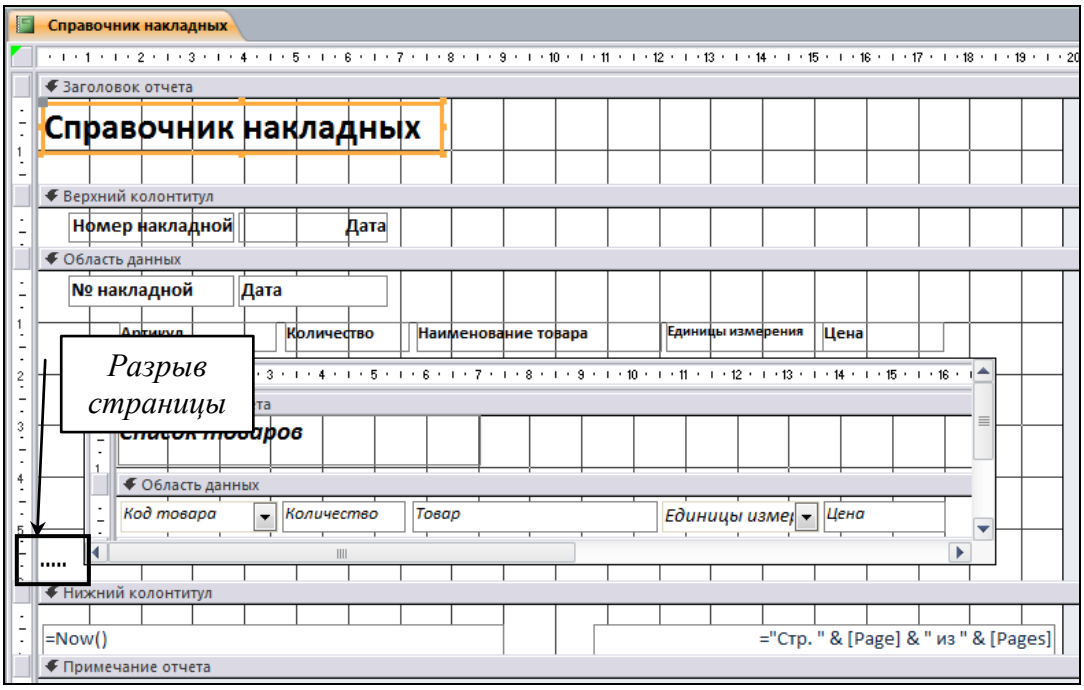

Рис. 5.28. Основной отчет с подчиненным отчетом
6. В итоге основной отчет в режиме *Конструктора* примет вид, представленный на рис. 5.28.
Для удобства печати (чтобы каждая накладная располагалась на отдельной странице) в область данных основного отчета необходимо добавить объект – *Разрыв страницы* (см. рис. 5.28), расположенный на вкладке *Конструктор* в разделе *Элементы управления*.